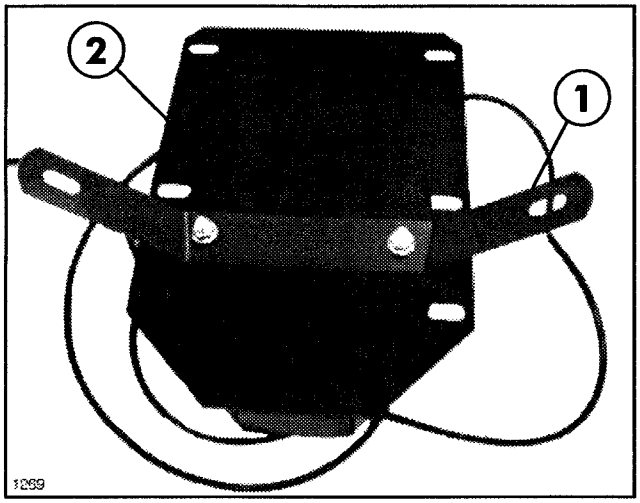

FIG. 2
6. Attach Respirator Bracket and Vehicle Mount PAPR Assembly to Respirator Plate using (2) 5/16 x 3/4" Flange Screws and (4) 5/16" Flange Nuts. See FIG. 2 & 3.